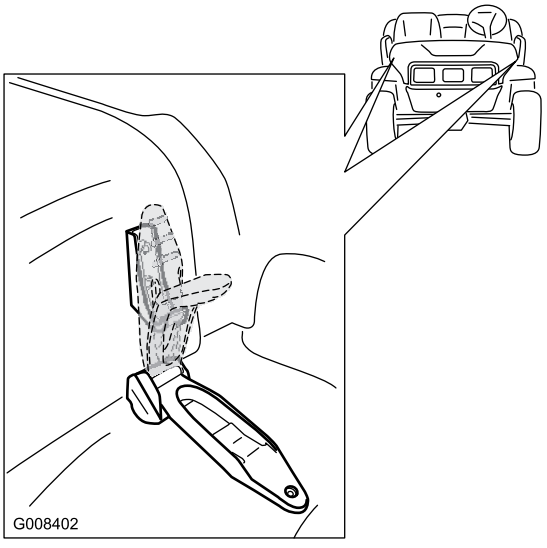

Figur 25
1. Öppna motorhuven genom att lossa spärrarna på båda sidor om huven (Figur 25).